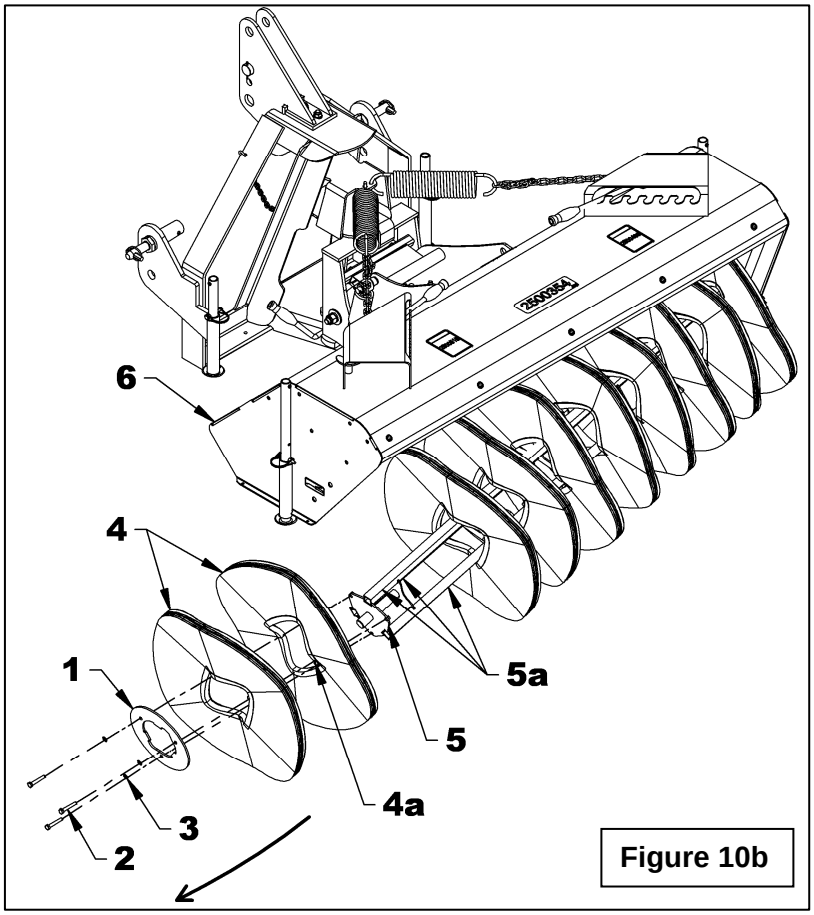
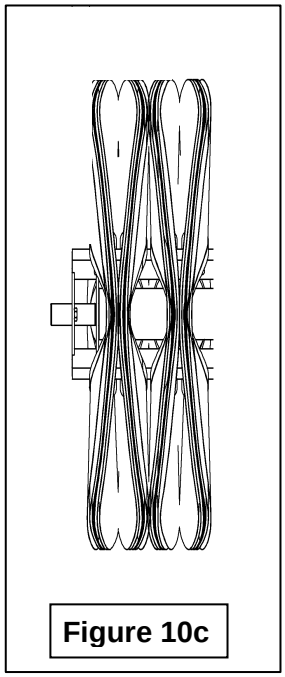

Figure 10b
Figure 10c
6. **Figure 10b:** Remove the three 5/16"NC x 1" lg. hex bolts (item 2), the three 5/16" lockwashers (item 3) and the retaining plate (item 1) from the brush support (item 5). Take off all the brushes (item 4) from the brush support (item 5).
7. **Figure 10b:** Install each brush (item 4) in the opposite direction of the one next to it (see **Figure 10c**). The two pins on each brush (item 4a) that secure the brushes to the support must be alternated 120° (1/3 of a turn) to obtain a balanced distribution on each of the support's three square tubes (item 5a).
8. **Figure 10b:** Secure the brushes with the retaining plate (item 1), the three. 5/16"NC x 1" lg. hex bolts (item 2) and the three 5/16" lockwashers (item 3).